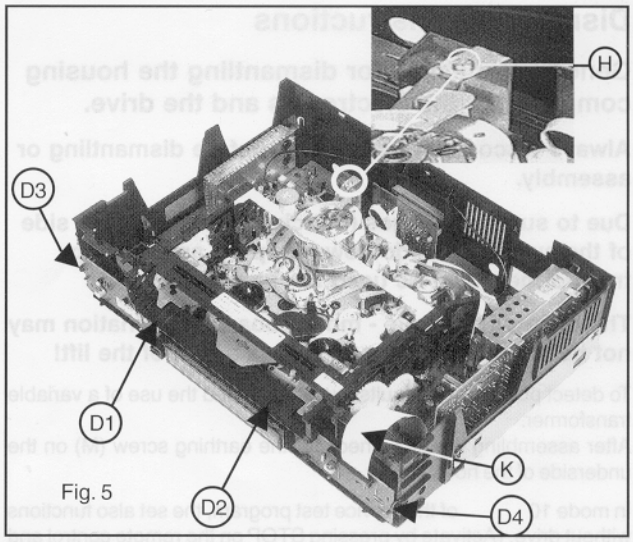

Fig. 5
4. Display Control - PDC (Fig. 5)
- Carefully undo cable (K) between the motherboard and operating PCB (Fig. 5).
- Undo screw H with Torx screwdriver 8. (Fig.5)